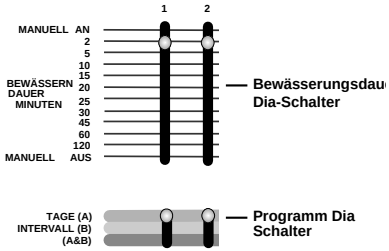

Abb. 9: Schiebeschalter
- Stellen Sie den Programm-Schiebeschalter für jede Station, die Sie Programm A oder B, bzw. A und B zuordnen wollen, ein [**siehe Abb. 9**].